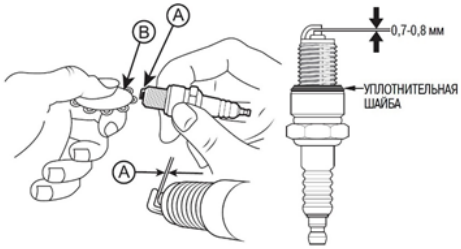

Рис. 14 Обслуживание свечи зажигания
4. Измерьте зазор А между электродами свечи зажигания специальным щупом В. Зазор А должен быть 0,7-0,8 мм (Рис. 14). При увеличении или уменьшении требуемого зазора, рекомендуется заменить свечу, так как регулировка зазора может привести к изменению качества искрообразования.